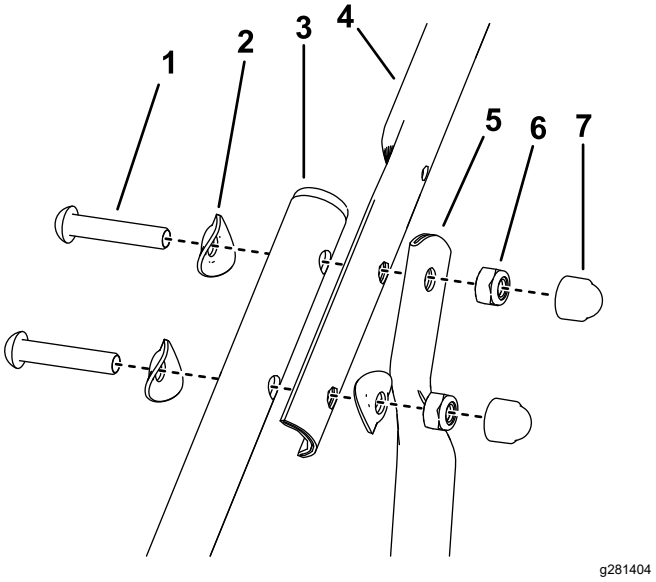

Rysunek 5
4. Zamocuj górną część uchwytu i górne końce wsporników uchwytu do dolnych części uchwytu, używając po każdej stronie 3 podkładek wklęsłych, 2 śrub i 2 sześciokątnych nakrętek zabezpieczających (Rysunek 5).